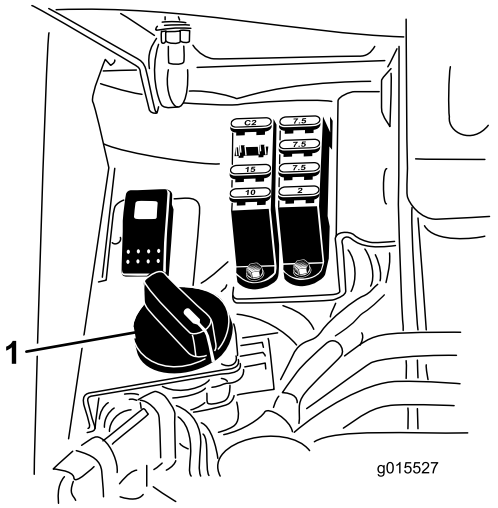

Figuur 41
4. Om het toerental in te stellen, draait u aan de knop (Figuur 41) tot de wijzer de gewenste instelling aangeeft.